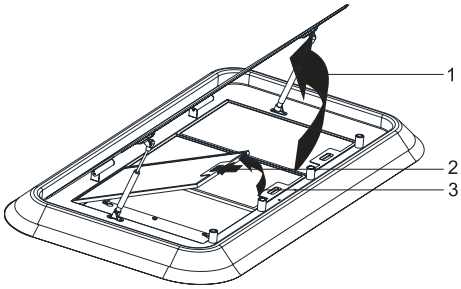

Abb. 11
1. Öffnen Sie das seitliche Absaugungsglas. (Abb. 11/1)
Öffnen Sie die Metallfettfiltersperre,(Abb. 11/2) ziehen Sie den Metallfettfilter nach oben und nehmen Sie ihn heraus. (Abb. 11/3)